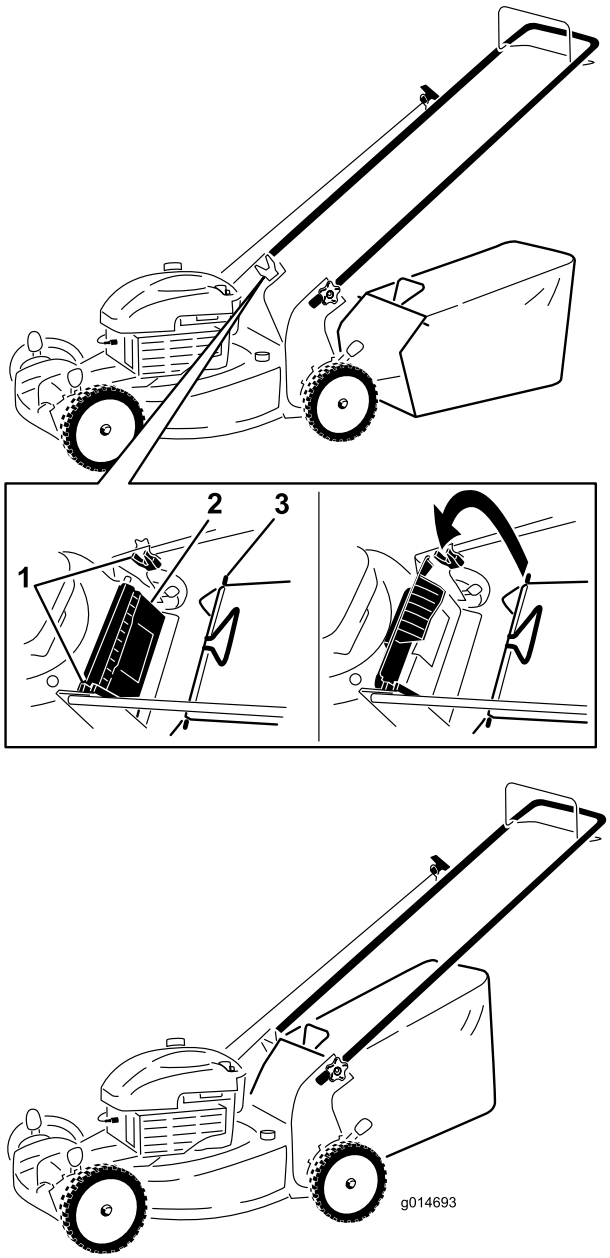

Figuur 14
1. Zet de afvoergeleider aan de achterzijde omhoog en houd hem in deze stand (Figuur 14).
2. Plaats de graszak en zorg ervoor dat de pennen van de zak in de inkepingen op de handgreep rusten (Figuur 14).